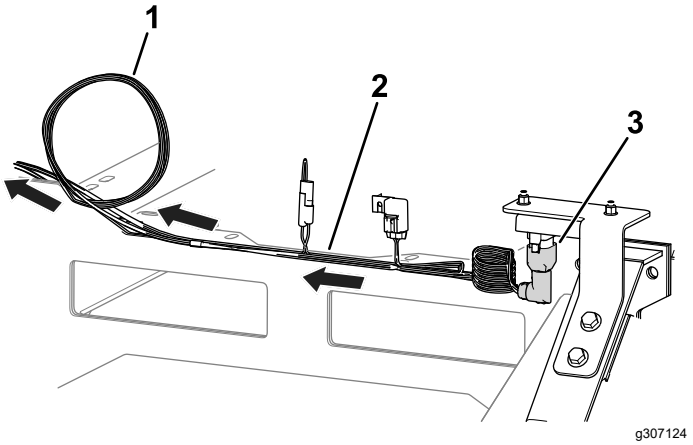

Figuur 4
4. Sluit de kabelboomconnector met de aanduiding P02 aan op de hellingsensor (Figuur 4).
5. Leid de kabelboom naar het bedieningspaneel (Figuur 4) en zorg ervoor dat deze bevestigd is en zich uit de buurt van bewegende onderdelen of knelpunten bevindt .
6. Rol overtollige kabelboom op aan de linkerkant van het bedieningspaneel (Figuur 4).